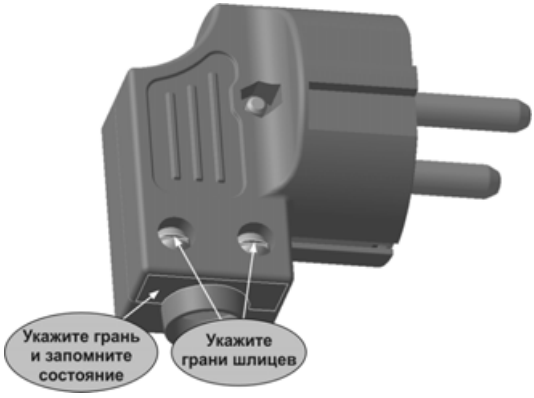

Рис. 7.63
- Нажмите кнопку **Под углом** на панели **Сопряжения**. Разверните модель так, чтобы стали видны боковые грани шлицев на винтах (рис. 7.63).